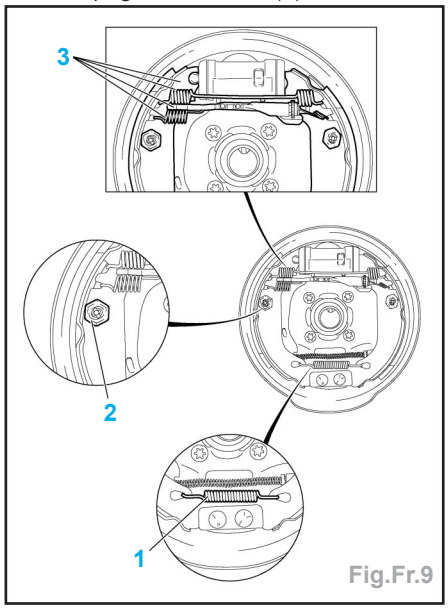

Fig.Fr.9
- Déposer (Fig.Fr.9) :
- le ressort (1) ; à l'aide de la pince de dépose repose des ressorts de segments de freins,
- les coupelles (2) et les ressorts de maintien à l'aide de la clé de dépose repose des coupelles de maintien des segments de freins,
- l'ensemble segment, mécanisme de rattrapage et ressorts (3).